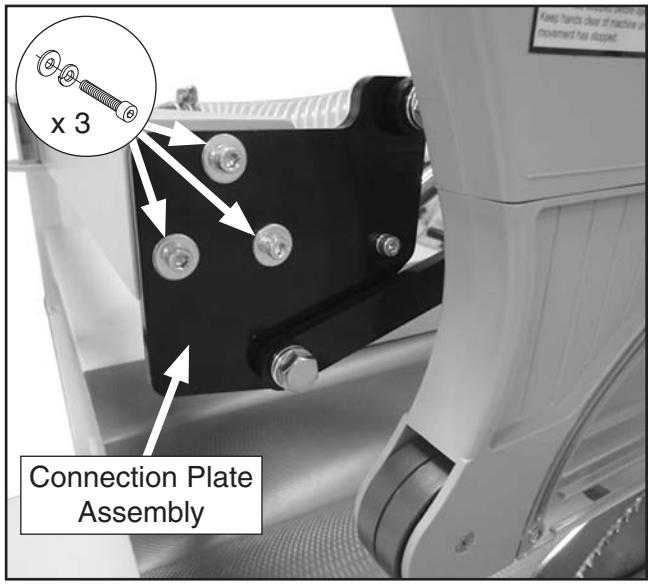

Figure 57. Connection plate assembly attached to upper support arm.
58. Attach connection plate assembly to end of upper support arm, using (3) M6-1 x 20 cap screws, (3) 6mm lock washers, and (3) 6mm flat washers (see **Figure 57**).